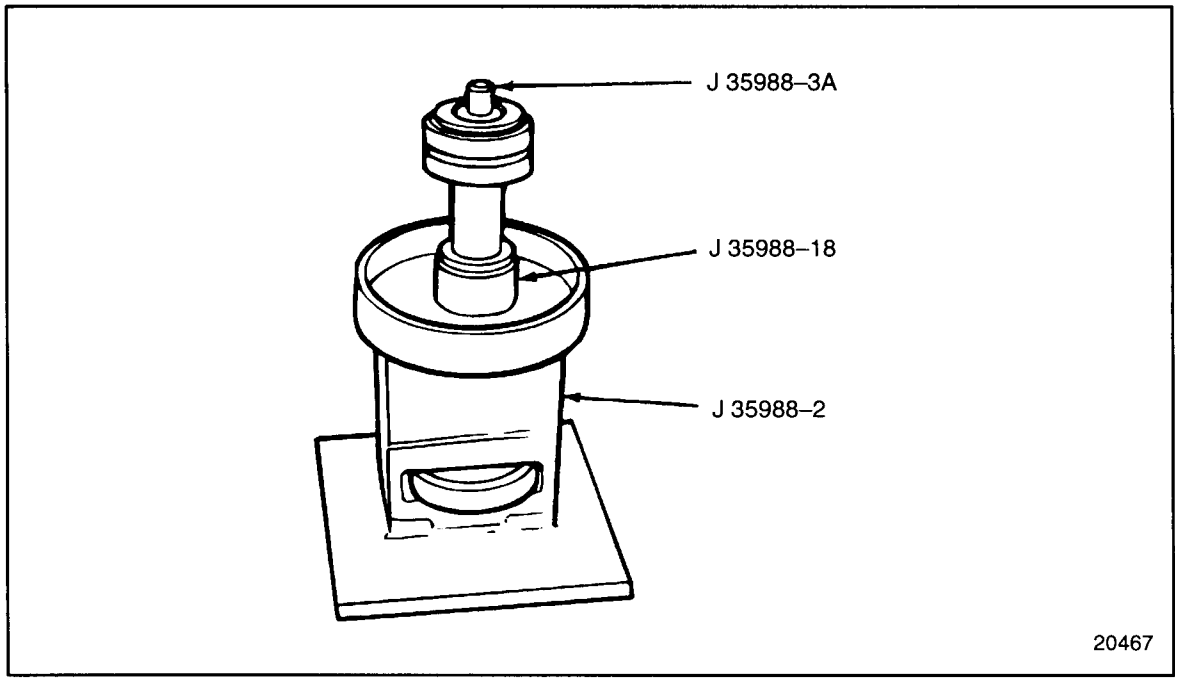

Figure 4-17 Bearing Placement (GCM)
4. Install J 35988-3A part of tool set J 35988-D, on the end of the water pump shaft. Install the assembled bearing packs to the drive shaft. See Figure 4-17.